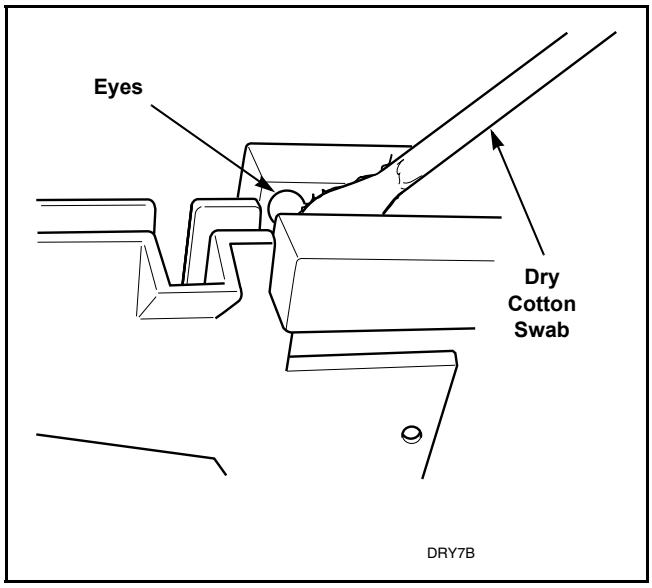

Figure 16
j. Check coin drop sensor for dust or dirt on eyes. Wipe eyes with dry cotton swab. Refer to *Figure 16*.